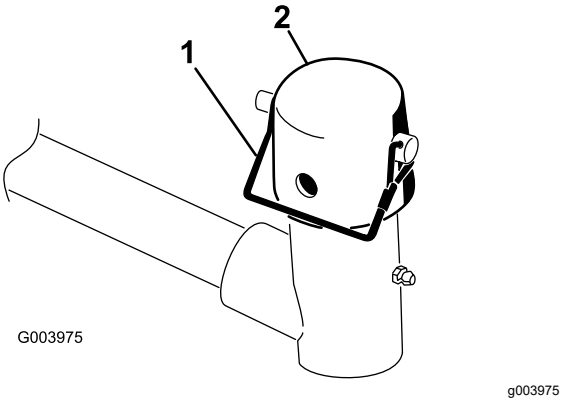

**Figur 9**
9. Demontera låsstiftet och locket på lyftarmens svängok (Figur 9).